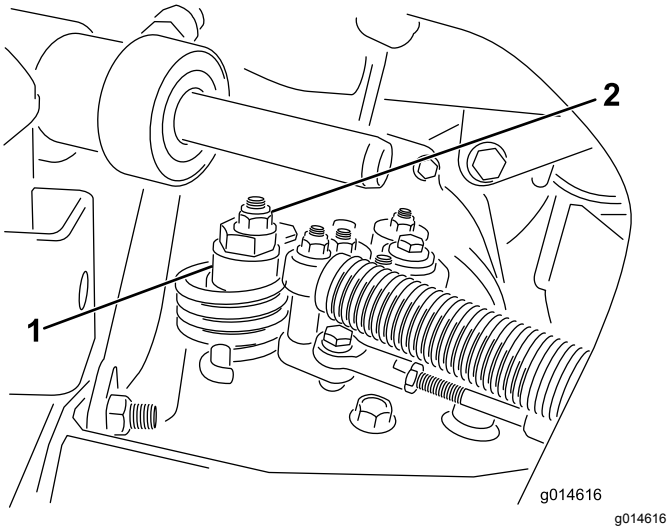

Rysunek 46
A. Poluzuj nakrętkę mocującą mimośród do górnej części higrostatu (Rysunek 46).
C. Obracaj mimośrodem, aż ustanie powolny ruch w każdym kierunku. Gdy koło przestanie obracać się, dokręć nakrętkę, blokując mimośród i regulację (Rysunek 46). Sprawdź prawidłowość wyregulowania,